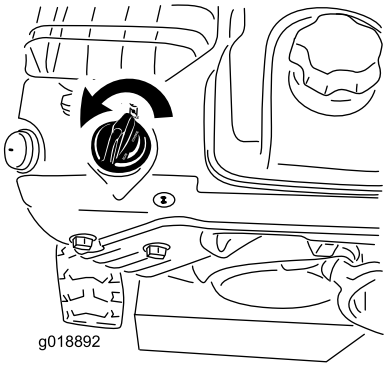

Rysunek 23
5. Ustaw ssanie w pozycji Choke (Rysunek 23).